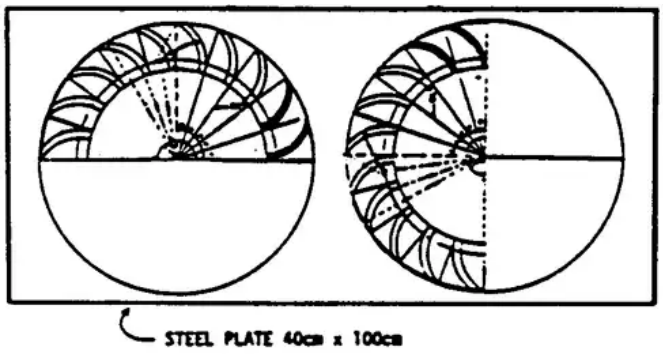

Figure 5. Trace Template on Steel Plate
* Trace autour du cercle demi sur la tôle d'acier comme montré dans Figure 5.